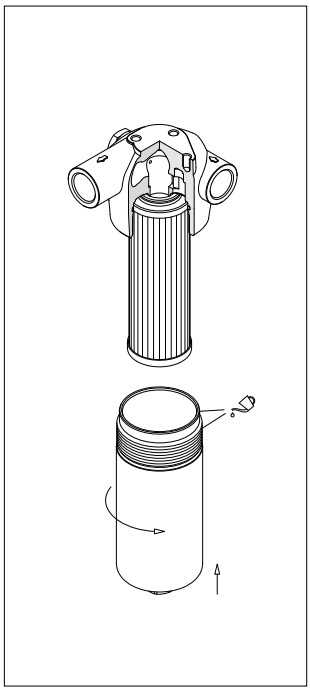

fig. 15
- (Fig. 15) Lubrificare il filetto e l'O-ring del contenitore, quindi avvitare il contenitore facendo riferimento alla tabella delle coppie di serraggio al paragrafo 3